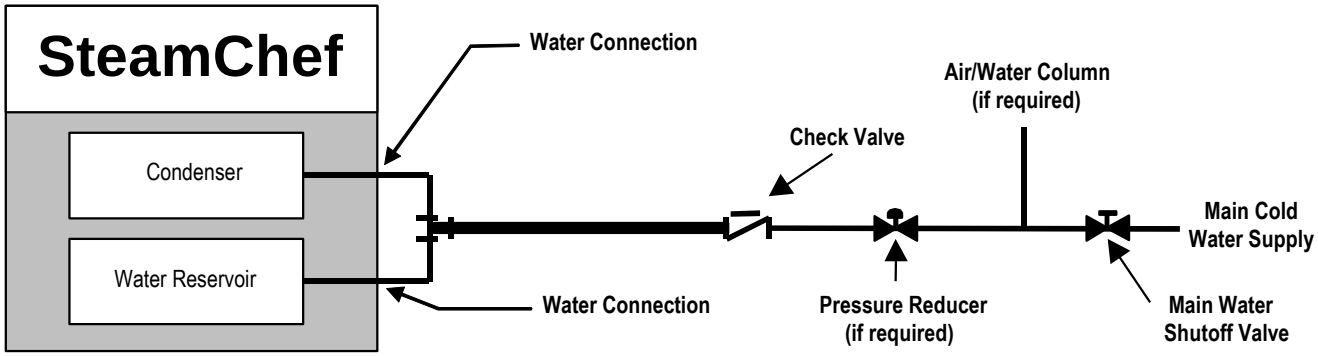

Figure 3-10 Cleveland Range Single Water Supply Arrangement
c. If the static pressure is above 60 psi, a pressure regulator must be used and set at approximately 50 psi. Pressure above 60 psi can damage solenoid valves. See Figures 3-10 and 3-11.
g. If the supply water meets the requirements shown in the Warranty, then the Single Water Supply Arrangement shown in Figure 3-10 may be used.